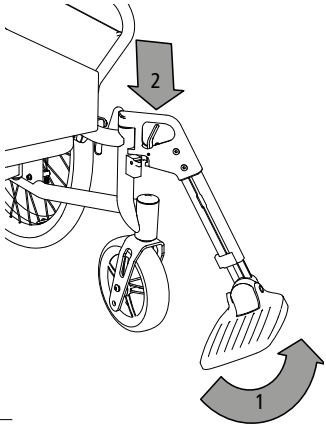

fig. 25
1. Per rimuovere il sostegno per la gamba togliere prima di tutto la fascia per polpacci (vedi capitolo 3.6) e a seguire la pedana. Successivamente è possibile ruotare i poggiapiedi verso l'alto (1, fig. 25).
2. Azionare quindi lateralmente la leva di sblocco (2, fig. 25) e girare il sostegno per la gamba verso l'esterno.